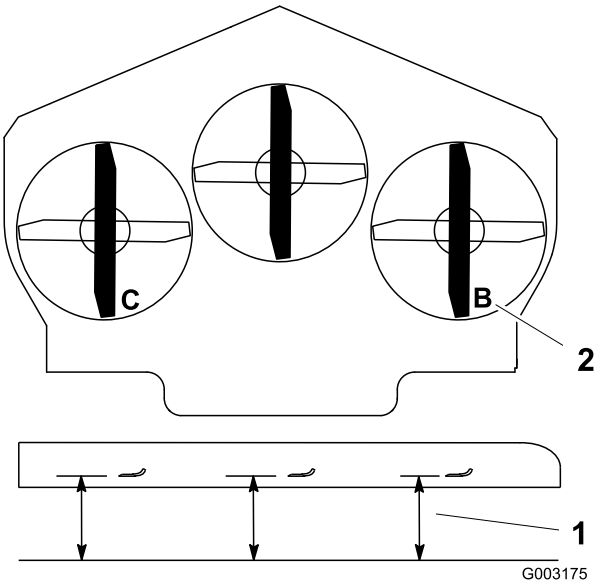

Figuur 75
1. Zet het rechter maaimes in de schuinstand (Figuur 75).
2. Meet het rechtermes bij punt **B**. Meet de afstand tussen een horizontaal oppervlak en de snijrand van het maaimes (Figuur 75).
4. Zet het linker maaimes in de schuinstand (Figuur 75).
5. Meet het linkermes bij punt **C** (Figuur 75). Meet de afstand tussen een horizontaal oppervlak en de snijrand van het maaimes.